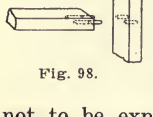

Fig. 98.
87.—A Doweled Butt Joint (Fig. 98) can be made where it is not desirable to use screws or nails. It is used in cabinet work instead of a mortise and tenon joint where the strain is largely one of compression. This joint consists of dowels forced into holes, bored part way through each piece. Usually the joint is glued besides being doweled. If the face of the piece is not to be exposed, the dowels may go through the outside face.